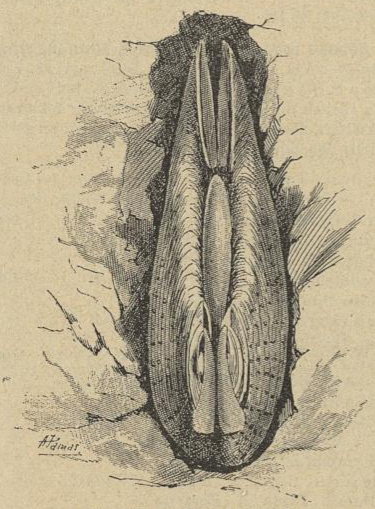

Fig. 108. — Pholade dactyle.
Sur nos côtes on rencontre assez fréquemment un mollusque connu sous le nom de *Pholade* (1) (fig. 108). Cet animal se loge dans un trou vertical qu'il se creuse dans les rochers battus et recouverts par les flots. La Pholade possède un long prolongement qui va jusqu'à l'orifice du trou. C'est par ce prolongement, ce *siphon*, pour le désigner par son nom, qu'entre et sort l'eau de mer nécessaire à la respiration de l'animal. Lorsque l'on mange un de ces mollusques, à la manière d'une huître, la bouche devient toute phosphorescente. Si l'on agite l'eau où se trouve une
(1) H. COUPIN : *Les Mollusques*, 1892.